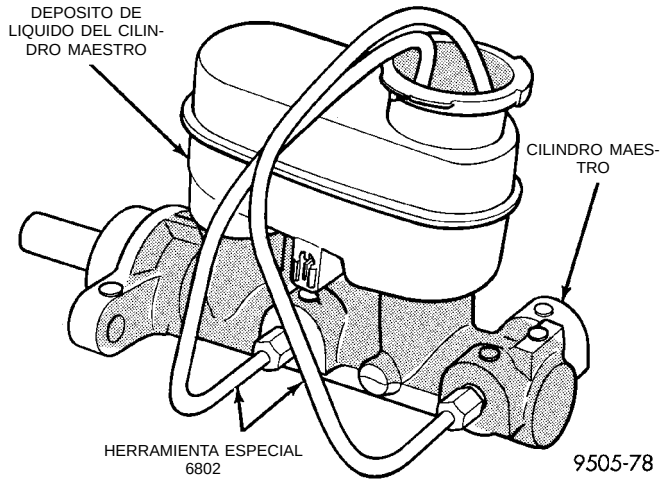
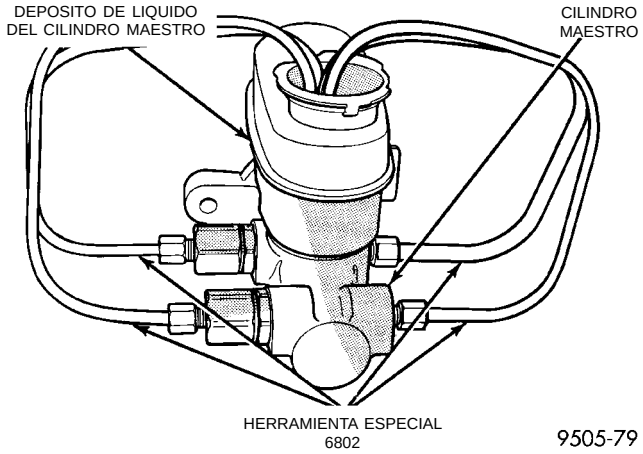

Fig. 36 Tubos de purga instalados en el cilindro maestro de los sistemas ABS
Fig. 37 Tubos de purga instalados en el cilindro maestro del sistema sin ABS
(1) Inmovilice el cilindro maestro en una mordaza. Conecte los Tubos de purga, Herramienta especial 6802 al cilindro maestro (Fig. 36) y (Fig. 37). Emplácelos de forma tal que las salidas de los tubos de purga queden por debajo de la superficie del líquido de frenos cuando el depósito está lleno hasta el nivel correcto.